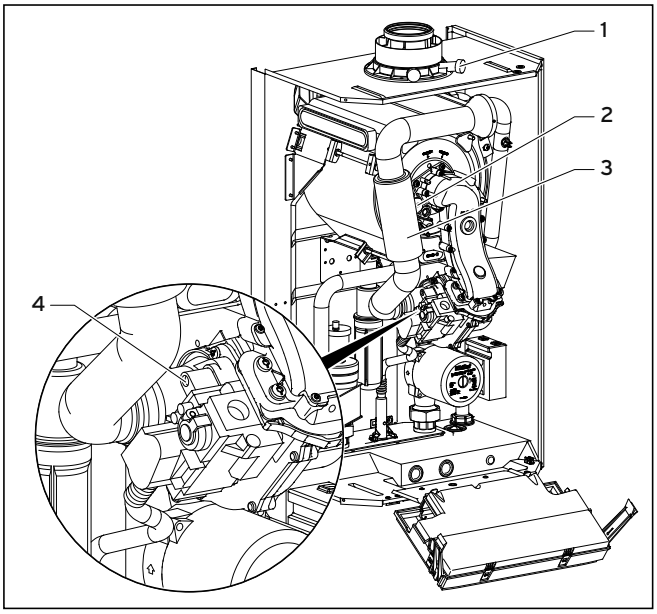

Fig. 8.1 Measuring the CO_2 concentration, specifying the air ratio (gas setting)
- unfasten the screw (Fig. 8.1, **2**) and
- fold the air intake pipe (Fig. 8.1, **3**) forwards through 90°. Do not remove the air intake pipe.
- Specify the required flue gas value if necessary (value with front casing of boiler removed, see Table 8.1) by turning the screw of the main throttle (Fig. 8.1, **4**)